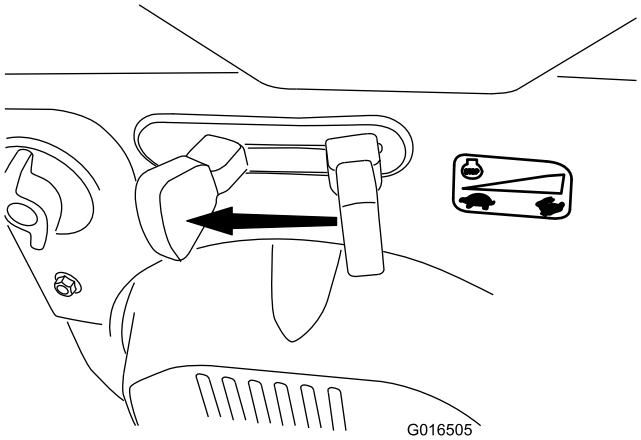

Figura 31
1. Portate l'acceleratore in posizione Slow e quindi in posizione Stop (Figura 31) per spegnere il motore. È possibile arrestare il motore anche tirando in fuori la chiave di accensione nella posizione centrale.